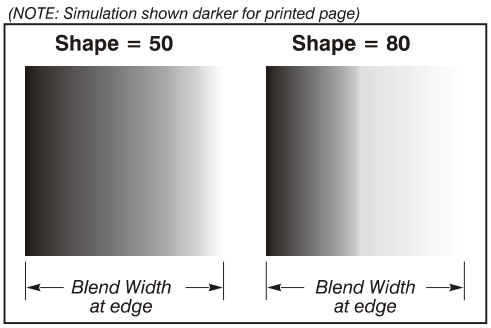

Figure 3.20. "Shape" Examples
- **Blend Shape** determines the rate of roll-off across the blend width, i.e. how quickly the white levels across the blend change from light and dark. Increasing the *Blend Shape* setting accelerates the rate of change at both extremes so that *less* of the region appears mid-gray (see Figure 3.20). Decreasing the *Blend Shape* setting slows the rate of change so that *more* of the region appears mid-gray. For most applications, this subtle control is best left close to 50.